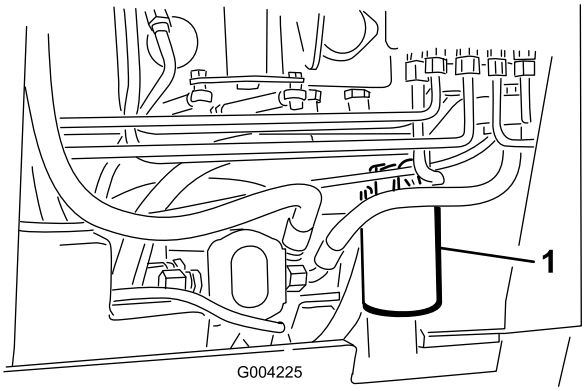

Rysunek 56
4. Umieść pod filtrem pojemnik na zużyty olej (Rysunek 56).
5. Wyjmij stary filtr (Rysunek 56) i wytrzyj powierzchnię uszczelki adaptera filtra.
7. Zainstaluj nowy filtr oleju hydraulicznego w adapterze filtra (Rysunek 56). Obracaj filtr w prawo, aż gumowa uszczelka zetknie się z adapterem, a następnie obróć filtr o dodatkowe 3/4 obrotu.